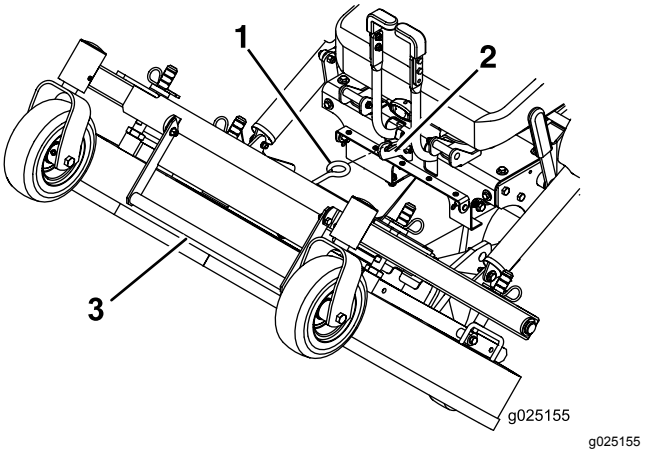

Figur 11
7. Lyft upp klippdäcket med däcklyfthandtaget och fäst det i upphöjt läge (spärrhaken sitter mitt framför sätet) enligt Figur 11.
1. Håll ett fast tag i däcklyfthandtaget, haka loss klippdäckets spärrhake från maskinen och sänk långsamt ned klippdäcket till marken (Figur 11).